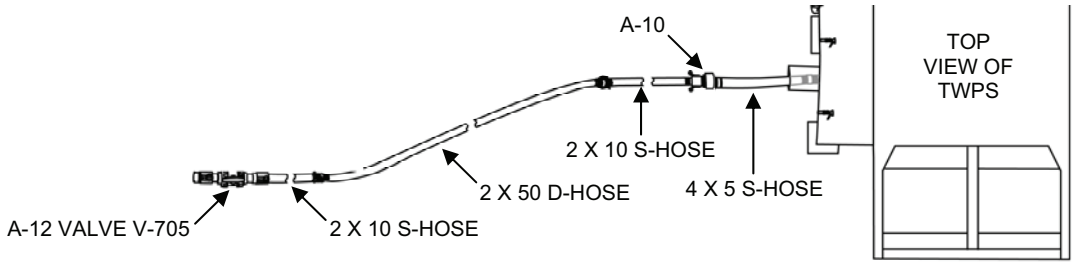

Figure 3. Cleaning Waste Hose Set-Up Without the Cleaning Waste Tank.
d. If not using the cleaning waste tank, set up the cleaning waste hoses as follows (Figure 3):